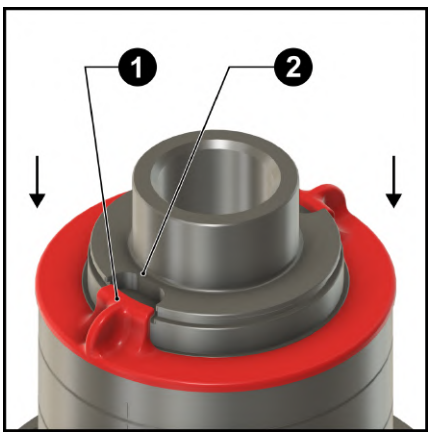

Рис. 17
3.3 Установите пластиковую заглушку на блокирующую муфту, так чтобы технологические выступы заглушки (**1**) совместились с выборками для захватов съёмника подшипников (**2**). (**Рис. 17**)